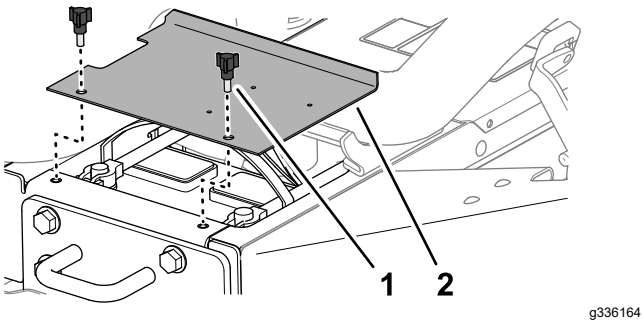

Figuur 53
1. Maak de vergrendelingen aan de linker- en rechterkant van de motorkap los (Figuur 53).